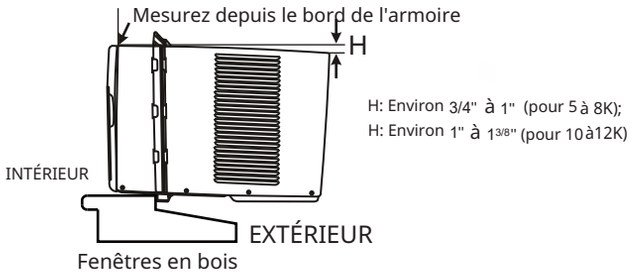
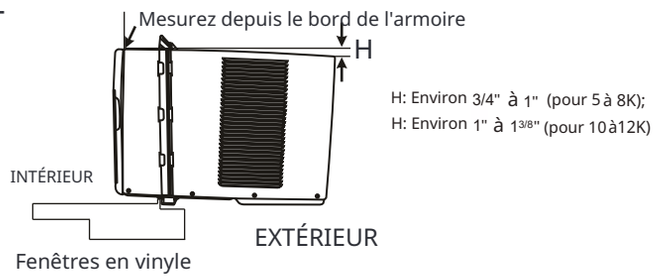

Fig.5A
Fig.5B
A. Tenez fermement le climatiseur, placez soigneusement l'unité dans l'ouverture de la fenêtre de sorte que le bas du cadre du climatiseur soit contre le rebord de la fenêtre (Fig.5A et Fig.5B). Fermez soigneusement la fenêtre derrière le rail supérieur de l'unité.
REMARQUE**:** Vérifiez que le climatiseur est inclinévers l'arrière d'environ H (Fig.5A et Fig.5B) (in-cliné d'environ 3°à 4°vers le bas vers l'extérieur). Après une installation correcte, les condensatsne doivent pas s'écouler par le trou de trop-plein pendant une utilisation normale, corrigezla pente sinon.